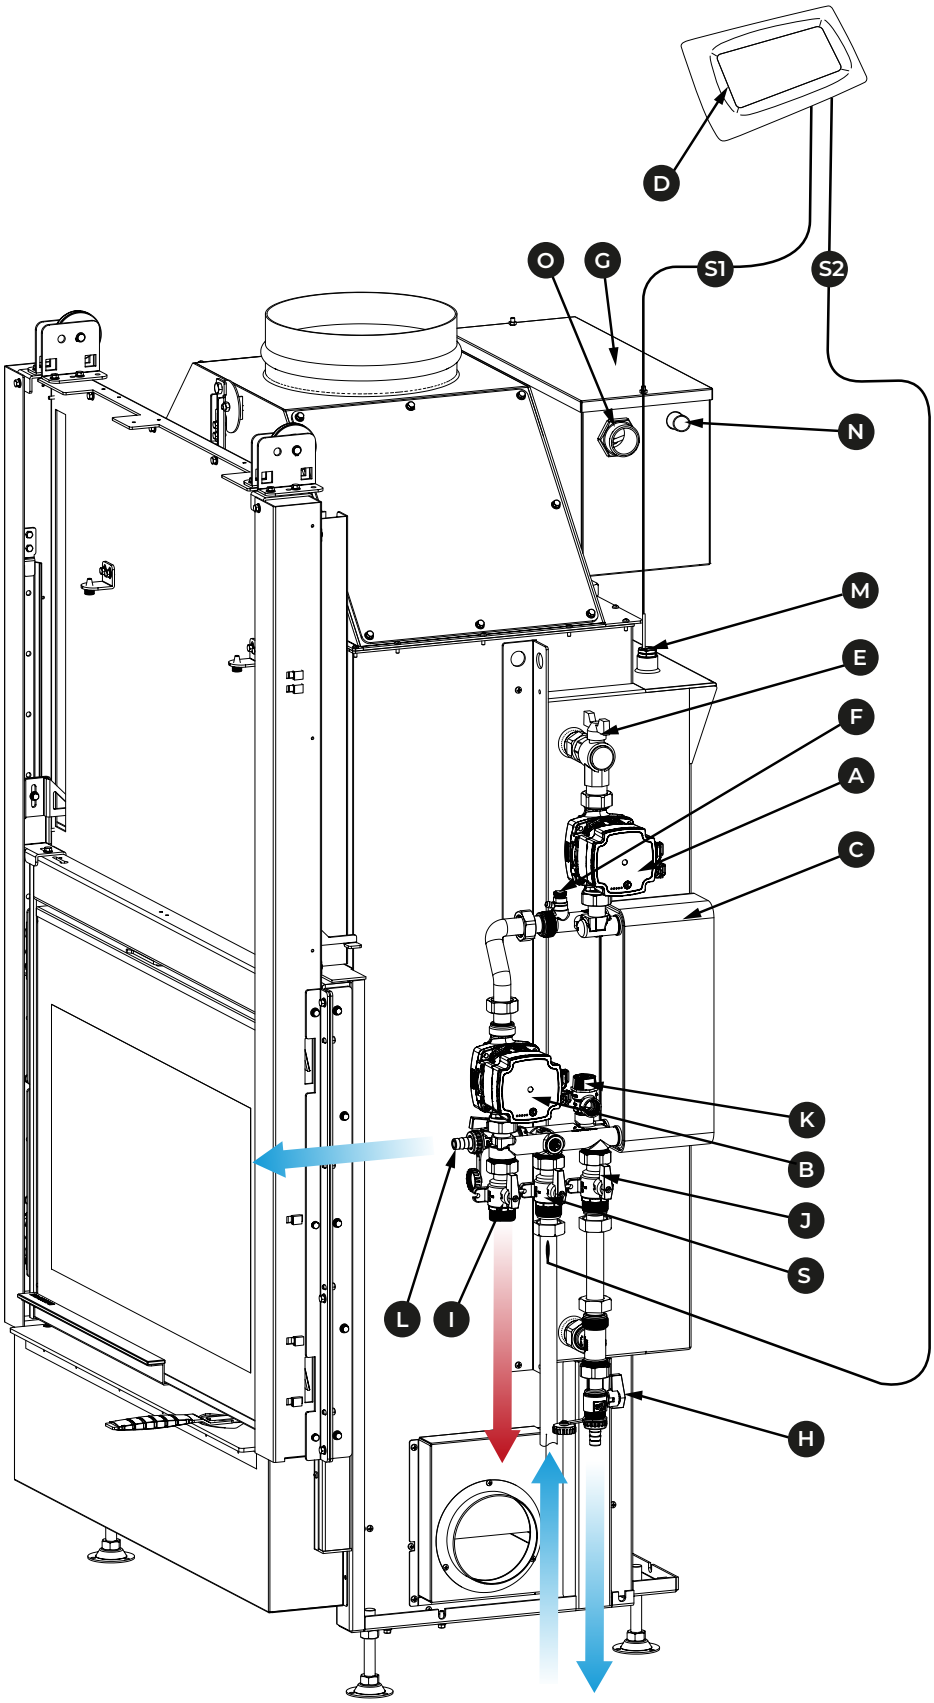

*Abb. 5.9b*
**Beschreibung der Wasseranschlüsse (Abb. 5.9b)**